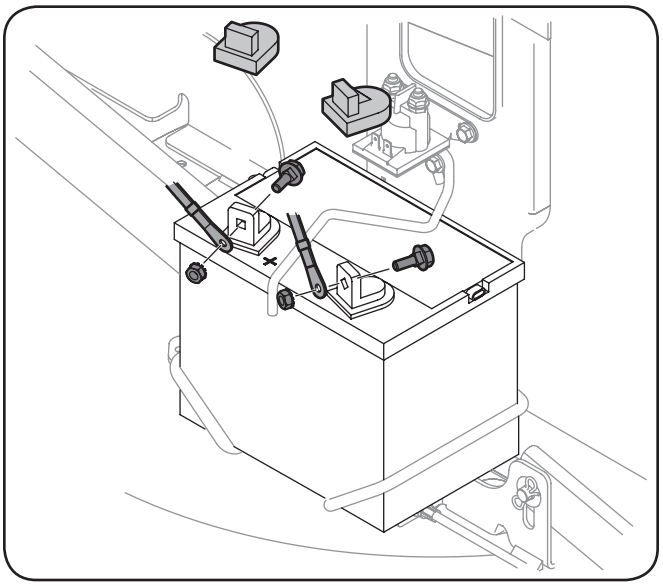

Figure 3-12
2. Remove the plastic cover, if present, from the positive battery terminal and attach the red cable to the positive battery terminal (+) with one of the bolts and hex nuts, previously removed, using a 7/16 inch wrench and socket. See Figure 3-12.
3. Remove the plastic cover, if present, from the negative battery terminal and attach the black cable to the negative battery terminal (–) with the remaining bolt and hex nut. See Figure 3-12.